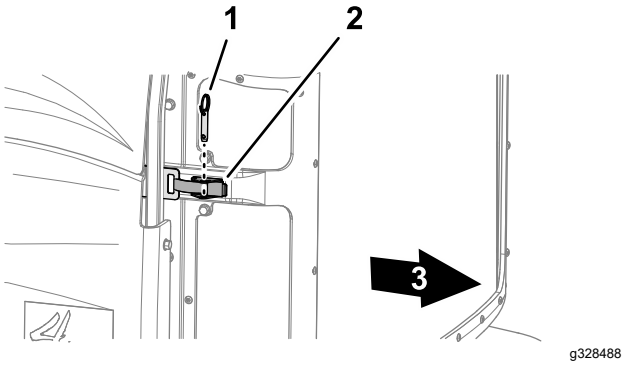

Figur 64
2. Fjern kulebolten fra skjermlåsen (Figur 64)